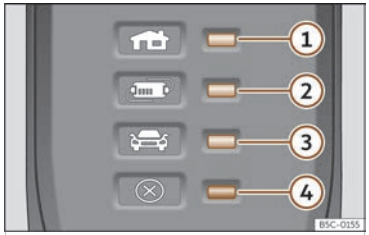

Fig. 62 Al cable de càrrega per a preses de corrent: Indicadors de control al dispositiu de protecció.
>>> fig. 62:
El dispositiu electrònic de protecció >>> fig. 62 fa que el connector de càrrega romangui sense corrent fins que es connecta a la presa de càrrega del vehicle.
Un o diversos indicadors de control >>> fig. 62 ①, ② o ③ s'il·luminen de color verd.
Indicació >>> fig. 62	significat
①, ④ parpellegen	El connector per a l'habitatge s'ha escalfat molt.
②, ④ parpellegen	El dispositiu de protecció s'ha escalfat molt.
Si el procés de càrrega continua amb un corrent inferior, a més de l'indicador de funcionament, parpelleja l'indicador d'advertiment >>> fig. 62 ④ de color vermell.
- Si es torna a produir una desconnexió o reducció del corrent de càrrega i la causa no sembla ser l'exposició a una font de calor externa, fixeu-vos en quin indicador de control verd parpelleja >>> fig. 62. Per a la comprovació del cable de càrrega, aneu a un concessionari especialitzat CUPRA o a qualsevol concessionari de la xarxa SEAT. Per a la comprovació de la connexió de la infraestructura, aneu a un establiment especialitzat en instal·lacions elèctriques.
Si l'indicador d'advertiment ④ vermell parpelleja o s'encén sense que s'encengui al seu torn de manera permanent un indicador de control ››› fig. 62 ①, ② o ③ l'indicador de funcionament, hi ha una avaria.
Indicació ››› fig. 62	significat